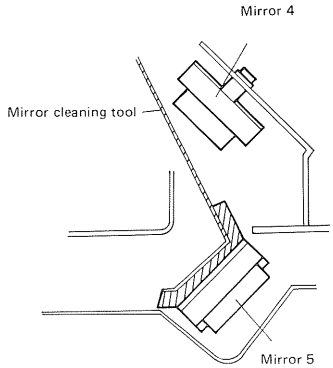

Figure 4-13
3) As shown in Figure 4-13, press the mirror cleaning tool against the mirrors and slide the tool for cleaning.